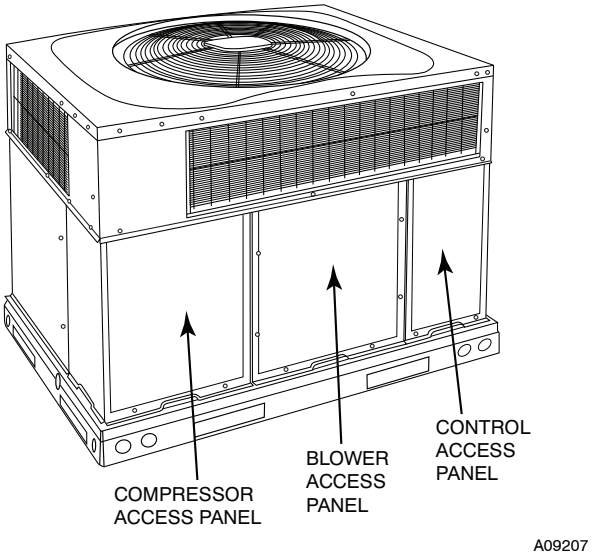

Fig. 18 - Unit Access Panels
When removing access panels (see Fig. 18) or performing maintenance functions inside your unit, be aware of sharp sheet metal parts and screws. Although special care is taken to reduce sharp edges to a minimum, be extremely careful when handling parts or reaching into the unit.
a. Remove blower access panel (see Fig. 18).
g. Reinstall blower access panel (see Fig. 18).
1. Remove control access panel (See Fig. 18).
Remove blower access panel (see Fig. 18). Limit switch is located on the fan partition.
3. Remove control access panel (See Fig. 18).
Remove access panels (see Fig. 18) to locate all the electrical controls and wiring. Check all electrical connections for tightness. Tighten all screw connections. If any discolored or burned connections are noticed, disassemble the connection, clean all the parts, re-strip the wire end and reassemble the connection properly and securely.
After inspecting the electrical controls and wiring, replace the access panels (see Fig. 18). Start the unit, and observe at least one complete heating cycle and one complete cooling cycle to ensure proper operation. If discrepancies are observed in any operating cycle, or if a suspected malfunction has occurred, check each electrical component with the proper electrical instrumentation. Refer to the unit wiring label when making these checkouts.